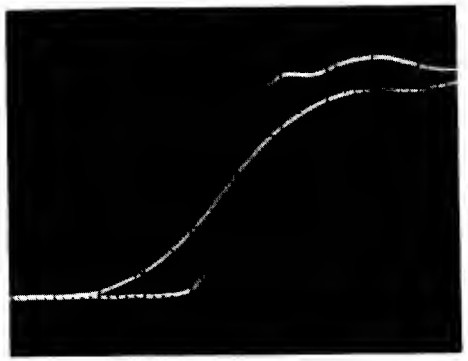

Figure 11. Propagation Delay Measurement
11. Adjust time-interval START 17 and associated vertical POSN control 53 to place 50% amplitude point of beginning trace at center vertical graticule line. (see figure 11.)